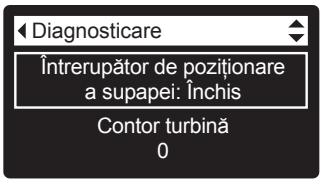

FIG. 102
2. Apăsați ÎN JOS (▼) sau ÎN SUS (▲), pentru a defila lista de afișare Turbine Count (fig. 102).